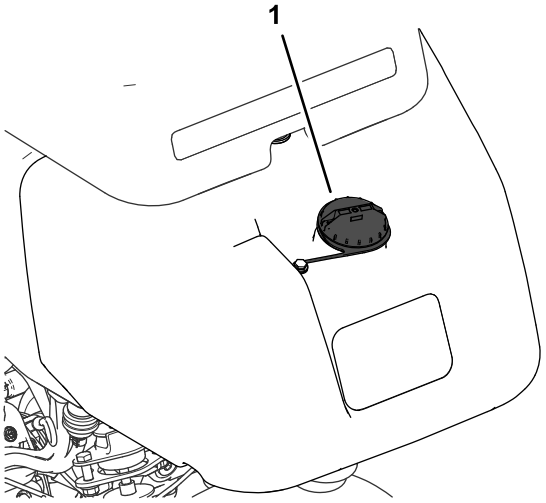

**Rysunek 23**
1. Oczyść obszar wokół korka wlewu paliwa i odkręć korek (Rysunek 23).